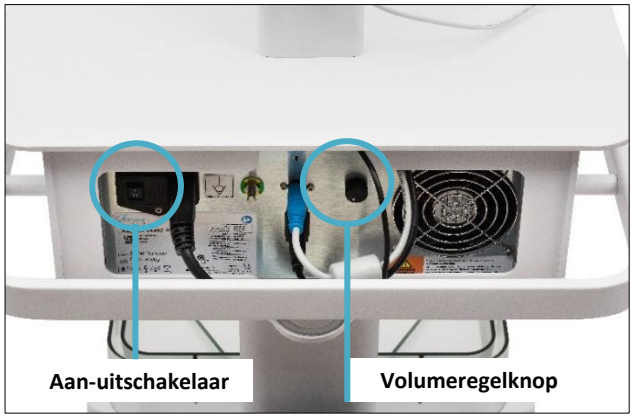

Afbeelding 3-4. Achterpaneel van de RF-generator met de aan-uitschakelaar en volumeregelknop.
Schakel de RF-generator in met de aan-uitschakelaar op de achterkant; zie afbeelding 3-4.
- Pas het volume zo nodig aan met de volumeregelknop; zie afbeelding 3-4.